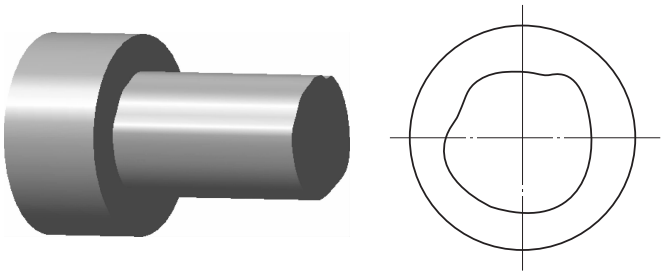
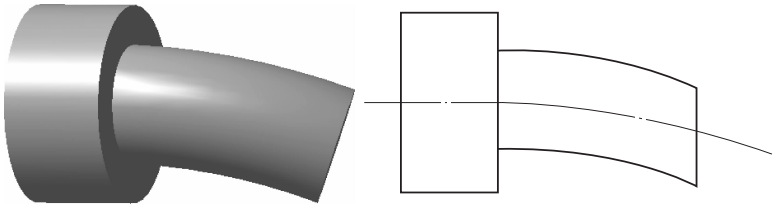
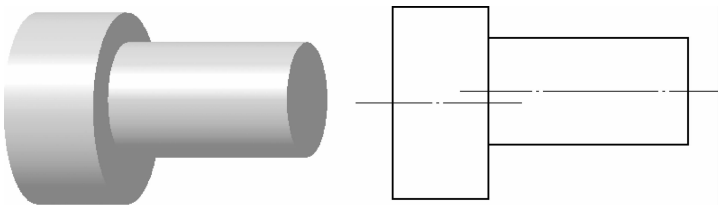

图 1-4　圆度误差
图 1-5　直线度误差
图 1-6　同轴度误差
(1)从零件的实际几何参数和图样上理想几何参数对比的角度看，误差主要包含尺寸误差、几何误差和表面粗糙度误差。跟尺寸有关的误差称为尺寸误差。例如，尺寸方面可能存在误差，零件尺寸可能做得偏大，也可能偏小。跟零件的几何形状和不同部位间的相互位置关系有关的误差称为几何误差。零件的几何形状和不同部位间的相互位置关系也可能存在误差。例如，圆加工出来不“圆”(见图 1-4)，轴线加工出来不“直”(见图 1-5)，同轴线加工出来不“同轴”(见图 1-6)，等等。另外，加工后得到的零件表面都不是绝对光滑的，从微观角度上看，零件实际表面跟理想表面之间的误差称为表面粗糙度误差。